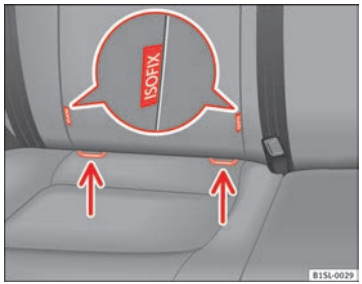

Fig. 53 Sur le siège du véhicule : Variantes d'identification des points d'ancrage inférieurs des sièges pour enfant.
- Encastrez le siège pour enfants dans les anneaux de retenue ⇒ fig. 53, dans le sens de la flèche. Le siège pour enfants doit s'encastrer de manière sûre et audible.
- Placez le siège pour enfants sur la banquette et fixez les crochets des ceintures de fixation dans les anneaux de retenue ⇒ fig. 53.